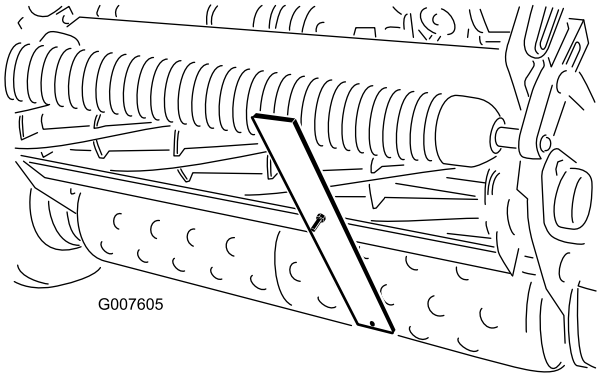

Figuur 49
4. Plaats de schroefkop op de snijrand van de snijplaat en laat de achterzijde van de lat op de achterrol rusten (Figuur 49).